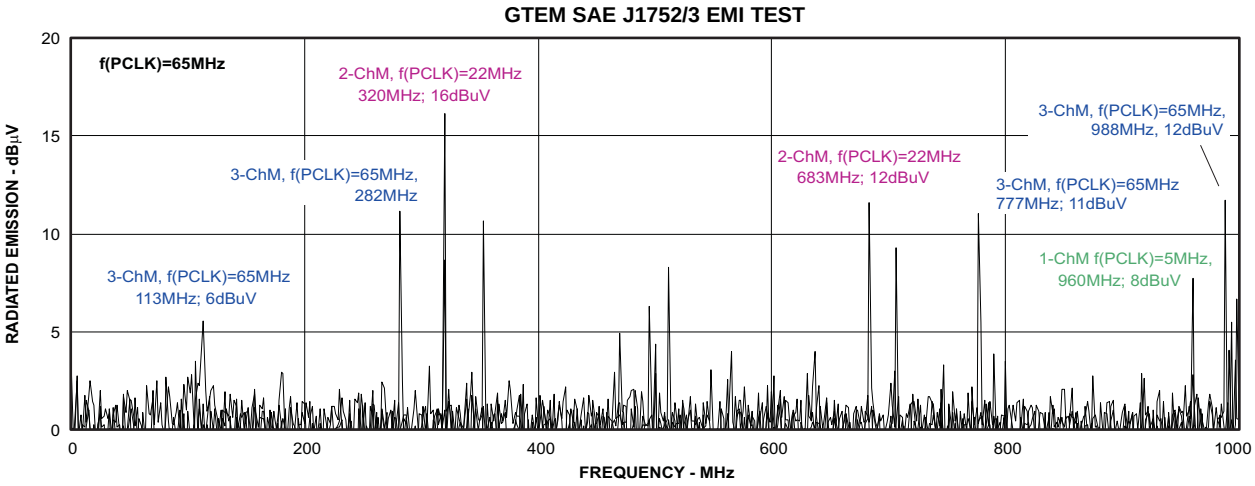

Figure 35.
A. Figure 35 shows a superimposed image of three EMI measurements with the device operating at f(PCLK) = 5MHz, f(PCLK) = 22MHz, and f(PCLK) = 65MHz. This excellent EMI performance meets the system requirements of dense, mobile designs with a noise floor of ~2 dBµV (-105 dBm) and all spurs being smaller than 16 dBµV (-101 dBm). The test was performed in compliance with the SAE J1752/3 EMI test guidelines.